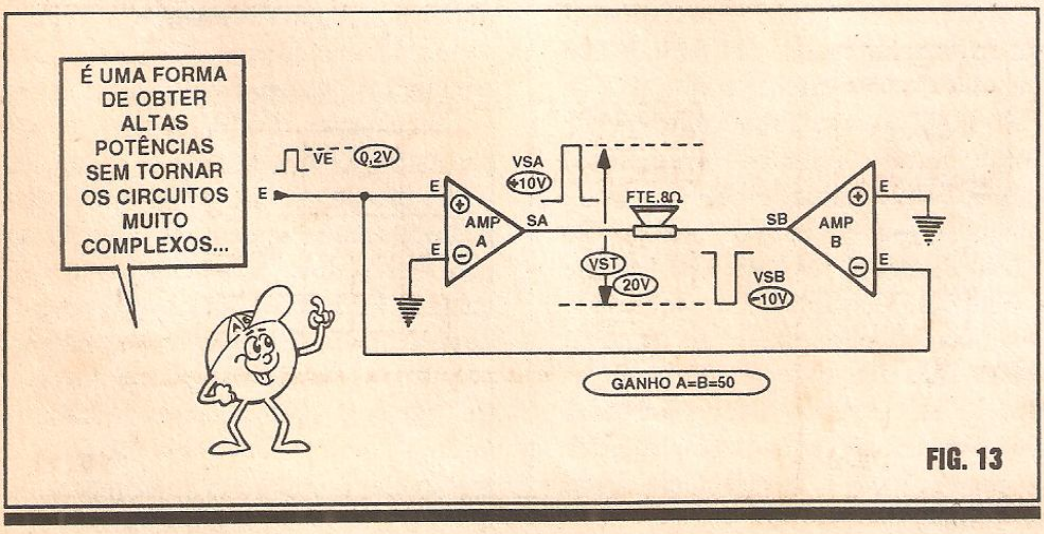

FIG. 13
- FIG. 13 - COMO FUNCIONA UMA ''**PONTE**'' AMPLIFICADORA... - Para entender direitinho esse negócio de ''ponte'', é fundamental que o Leitor/''Aluno'' tenha compreendido bem os princípios aplicativos dos Amplificadores Operacionais, vistos sob o exemplo